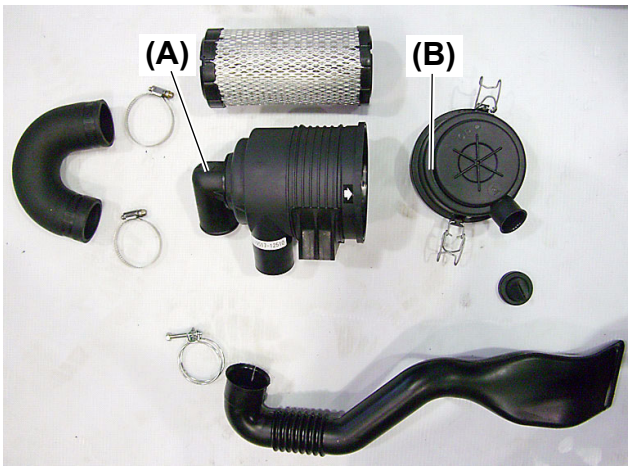

Fig. 4
* Photo **(Fig. 4)** shows the disassembled air cleaner.